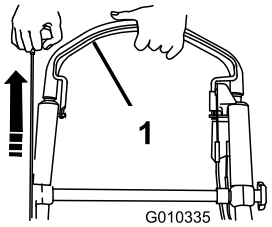

Figur 21
3. Hold knivkontrollbøylen mot håndtaket og trekk i tilbakespolingsstarteren (Figur 21).